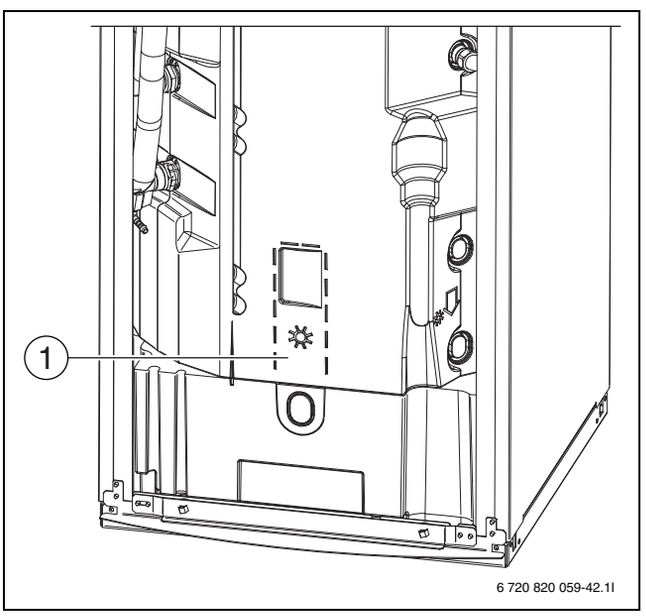

Rys. 22 Położenie czujnika temperatury TW1 i ew. TS2
- – Rozciąć izolację symbolu solarnego (→ rys. 22, [1]). Uważać, aby nie uszkodzić kabla czujnika temperaturowego TW1!.